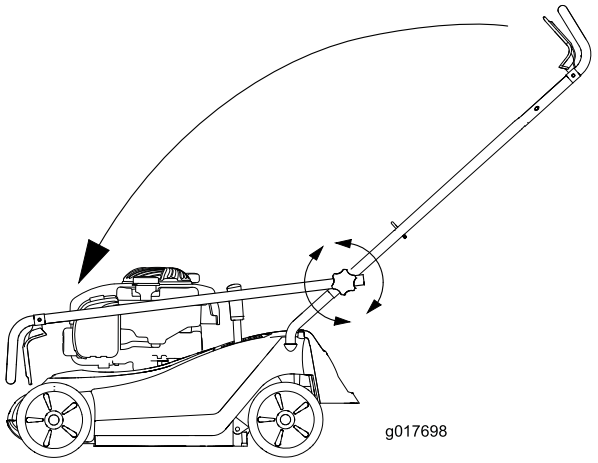

Figura 25
3. Pliegue el manillar según se indica en Figura 25.